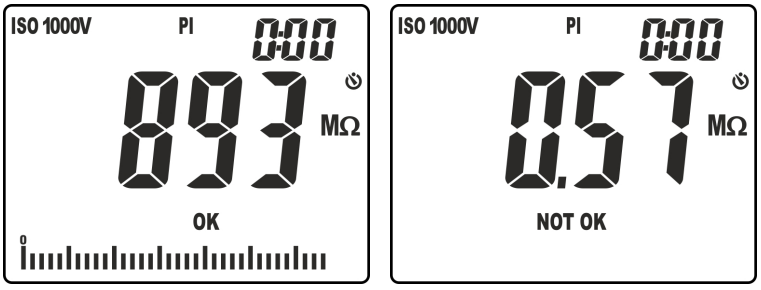

Fig. 23: Resultados de la medida de aislamiento en modo PI
9. En la pantalla de Fig. 23 – parte izquierda aparece el valor de la resistencia de aislamiento al término de la medida con resultado positivo “OK” (valor superior al umbral configurado). En la pantalla de Fig. 23 – parte derecha aparece el valor de la resistencia de aislamiento al término de la medida con resultado negativo “NOT OK” (valor inferior al umbral configurado)